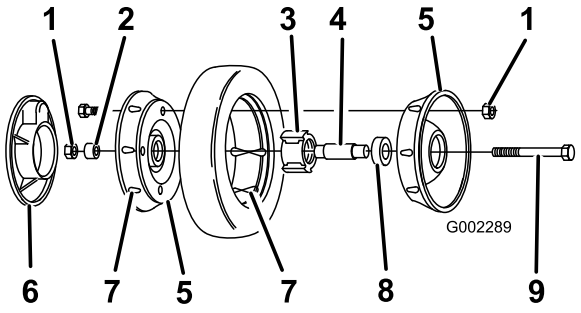

Figur 32
3. Lossa bulten, hjuldistansbrickan och låsmuttern som fäster hjulet på svängarmen (Figur 32).
4. Skilj hjulhalvorna från däcket genom att lossa fyra bultar och fyra låsmuttrar (Figur 32).
Obs: Om du lossar lagren från lager-/navenheten ska du lossa dem genom att trycka på lagrets distansbricka (Figur 32).
1. Placera däcket på en hjulhalva och rikta in flänsarna (Figur 32).
2. Placera lager-/navenheten i hjulhalvans centrumhål. Säkerställ att navets ben är placerade ovanpå hålets fläns (Figur 32).
3. Placera den andra hjulhalvan på lager-/navenheten och rikta in hjulets och däckets flänsar efter monteringshålen (Figur 32).
4. Sätt ihop hjulhalvorna löst med två helgängade skruvar eller bultar (1/4–20 x 1,50 tum) och icke-låsande muttrar. Sätt i skruvarna eller bultarna i motsatta hål (Figur 32).
5. Kontrollera att alla delar sitter rätt och dra åt bultarna tills hjulhalvorna har dragits ihop (Figur 32). Dra på de olika sidorna växelvis så att monteringen blir jämn.
och byt ut dem mot två bultar och två låsmuttrar (Figur 32).
7. Montera hjulet på svängarmen med bultarna, en bricka och en låsmutter. Säkerställ att brickan sitter mellan hjulnavet och svängarmen (Figur 32).